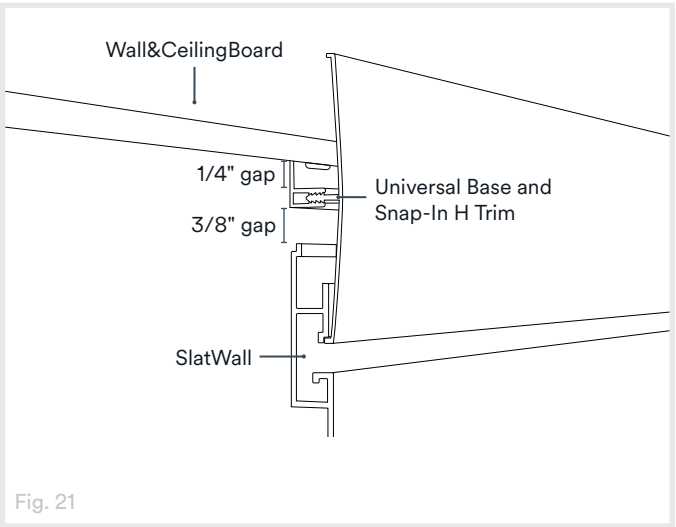

Fig. 21
1. Position the Universal Base 3/8" above the top of the SlatWall panel to ensure that when the Snap-In H Trim is inserted in place, the lip at the outer edge of the Snap-In H Trim aligns with the top row groove of the SlatWall panel (Fig. 21). Leave a gap of approximately 1/4" between the teeth channel of the Universal Base and the Wall&CeilingBoard installed above the SlatWall area.